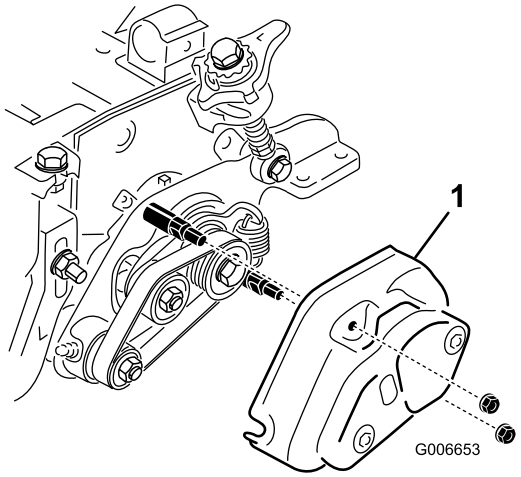

Figura 13
24. Montate il carter dell'elemento grooming e fissatelo con due dadi flangiati da 5/16 poll. (Figura 13).